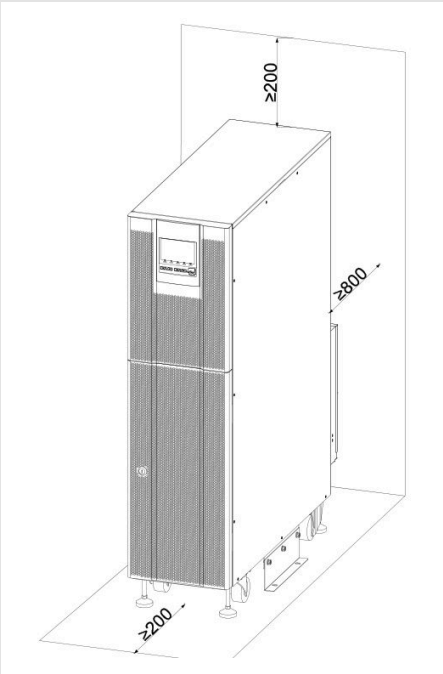

FIGURE 4-2 Clearances from the AEC installation drawing, mm: ≥ 200 above, ≥ 800 behind, ≥ 200 at the side
- **Wiring and service at the rear:** the terminal blocks and the breakers are at the rear. The AEC installation drawing (Figure 4-2) shows at least 31.5 in (800 mm) behind the UPS and 7.9 in (200 mm) above it. Where live parts must be examined or adjusted at the rear, keep the NEC working space: at least 36 in (914 mm) deep (NEC 110.26(A)).